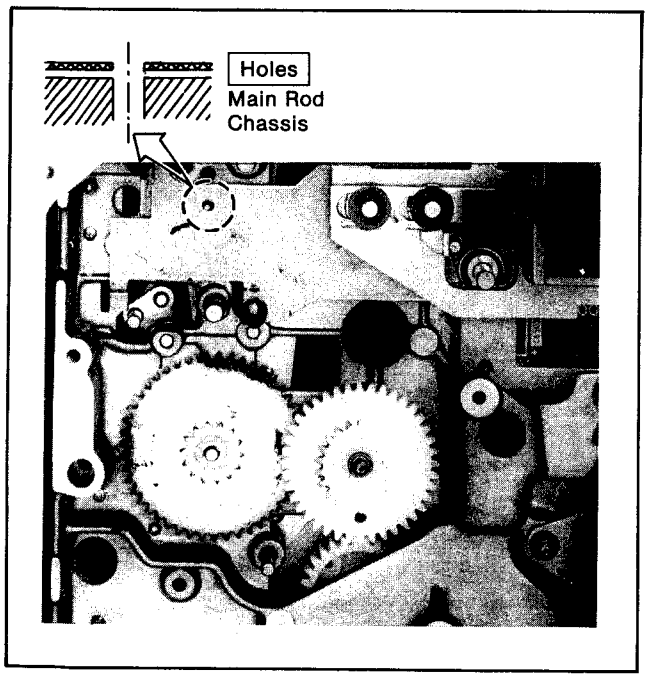

Figure M41
3. Slowly slide the main rod so that the holes meet together. (Figure M41)